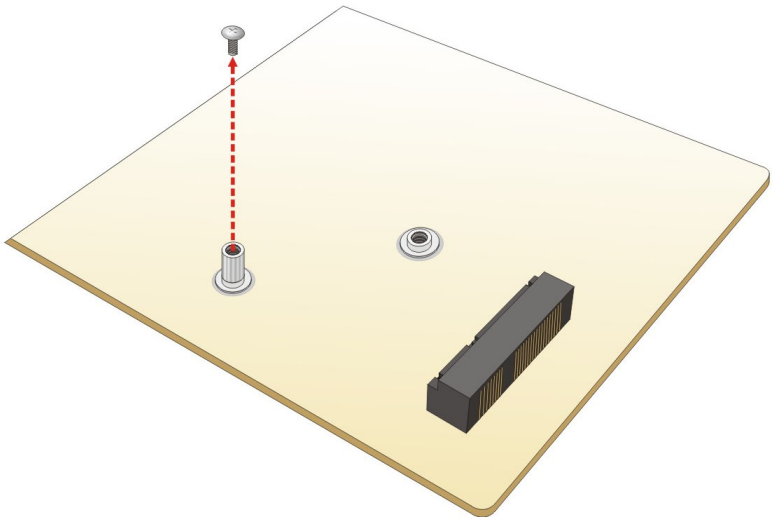

Figure 4-8: Removing the Retention Screw
Step 2: **Remove the retention screw**. Remove the retention screw as shown in **Figure 4-8**.